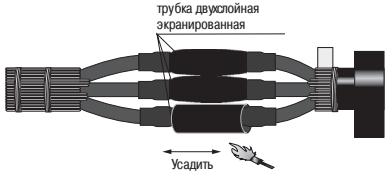

Рисунок 9
4.17 Надвинуть на усаженные трекингостойкие трубки изоляции гильзы вторые термоусаживаемые трубки (черно-красного цвета), установить их по центру гильз и усадить, начиная с середины и далее в направлении торцов. После усадки трубок по торцам должен быть виден выступивший расплавленный клей (рисунок 9).